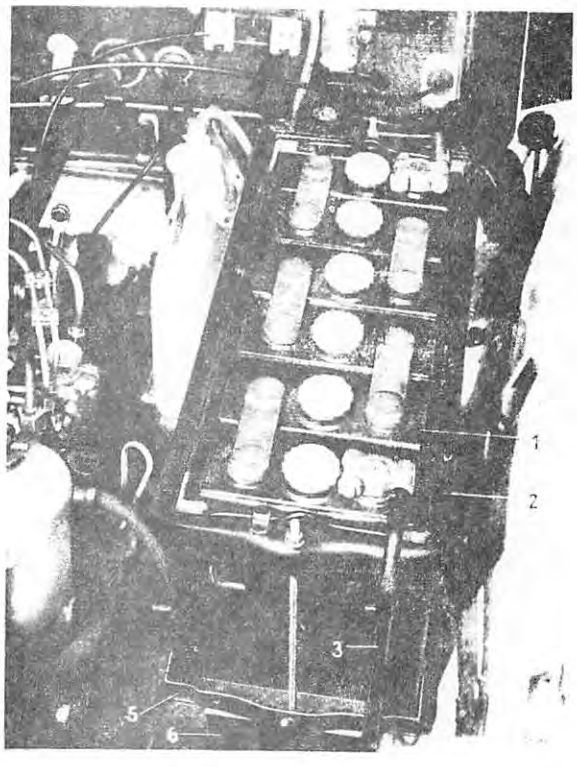
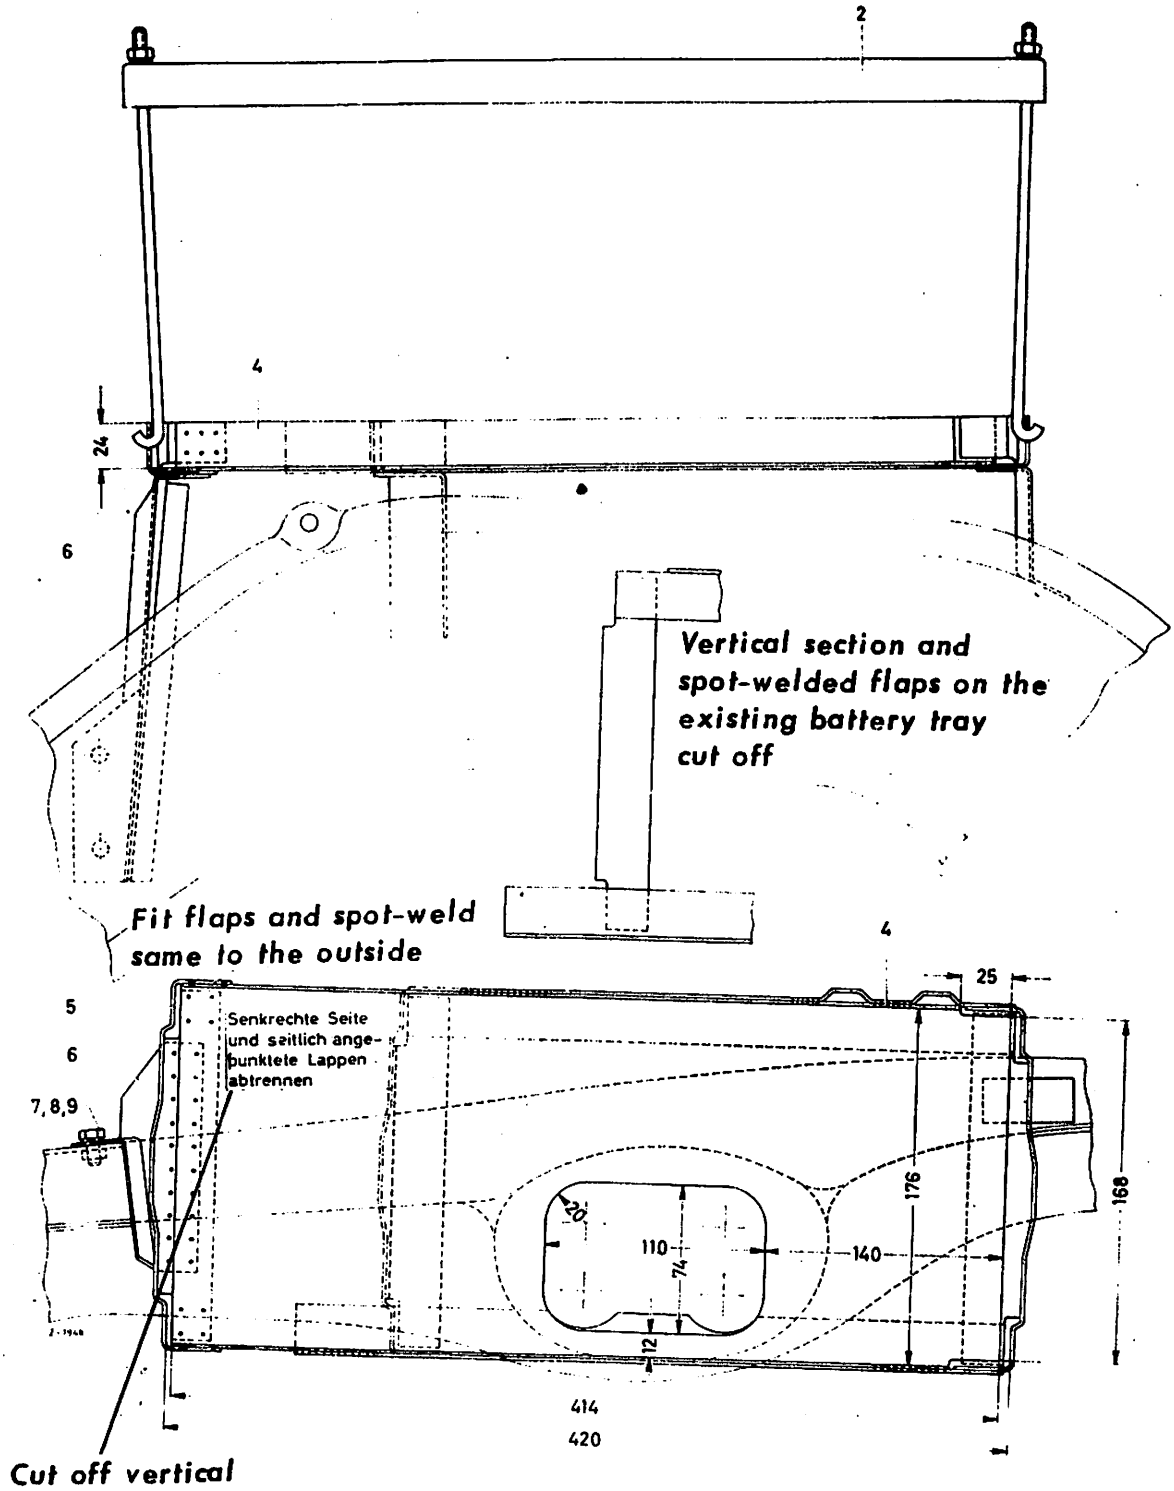

Figure 3
Figure 4
2. Cut off the vertical section and the spot welded flaps of the front supporting angle (Figure 4).
3. Prepare sheet metal insert (4) (Figure 4).
4. Spot weld supporting angle (5) to one end of the sheet metal insert (4). Please observe that the flaps have to be spot welded to the outside. The supporting angle has to be re-machined accordingly.
6. Paint complete sheet metal insert with support, then place it in the battery tray and weld it to same in several places (Figure 4).
7. Screw support (6) to the left frame side member by using the parts item 7 to 9. If there are no mounting holes the support should be welded on electrically.
8. Remove ground wire on left frame side member and replace it by the longer ground wire (3) (Figure 3).